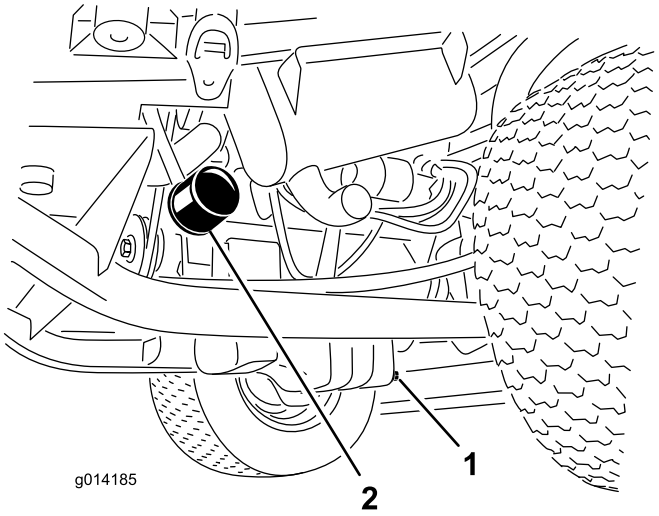

Figur 37
1. Ta bort avtappningspluggen (Figur 37) och låt oljan rinna ned i ett avtappningskärl.
3. Avlägsna oljefiltret (Figur 37).